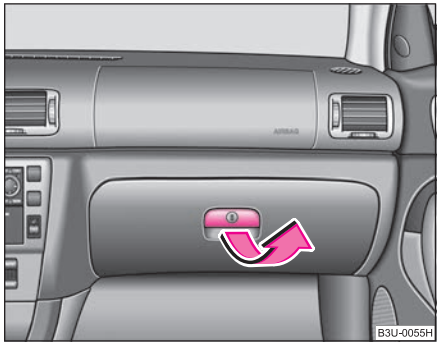

Fig. 94 Dash panel: Storage compartment
– Pull the handle in the lid in direction of arrow ⇒ fig. 94 and pull the lid down.